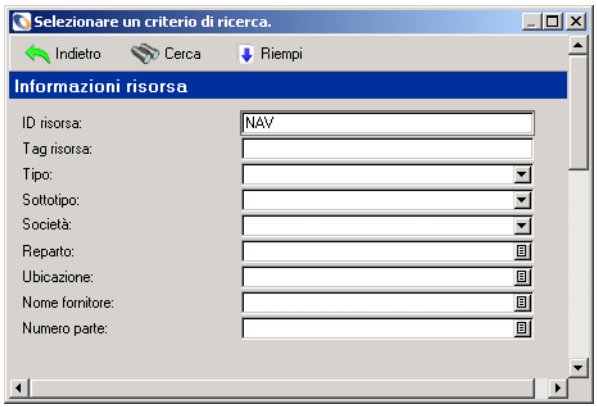

Figura 8-32: Informazioni risorsa
4. Accedere alla licenza software creata in precedenza. Compilare i necessari campi per filtrare l'elenco. Ad esempio, per individuare la licenza software per questo contratto, digitare **NAV** nel campo **ID risorsa** come mostrato nella Figura 8-32. Fare clic su **Cerca**.